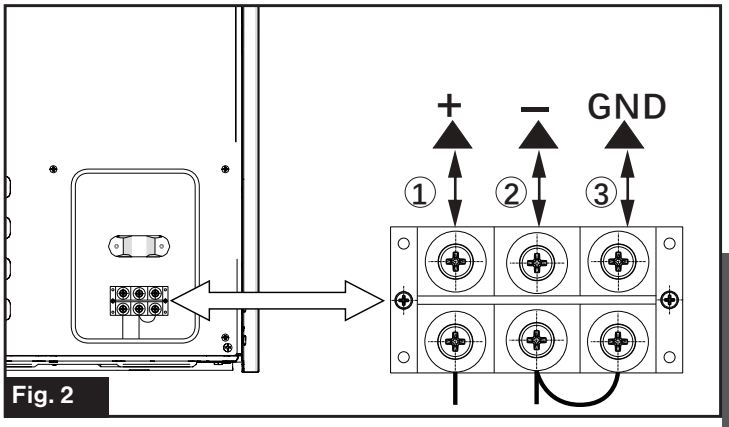

Fig. 2
2. Connect the cables to the correct terminals as shown in Fig. 2. Connect the terminal "**+**" to the 12V DC positive pole connect the terminal "**-**" to the 12V DC negative pole.